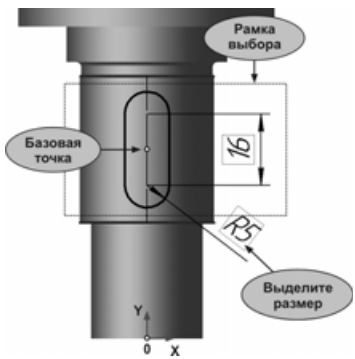

Рис. 6.17
- В папке Мои модели откройте документ Вал и войдите в режим редактирования эскиза элемента **Вырезать элемент выдавливания:1** (рис. 6.17)[1].